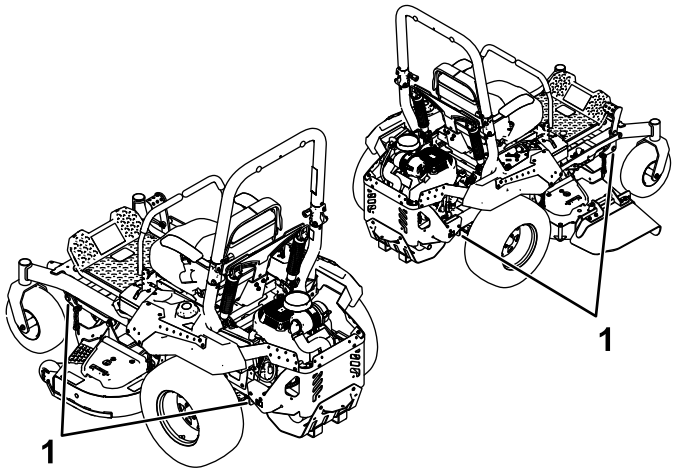

Bild 36
6. Vergurten Sie die Maschine in der Nähe der vorderen Laufräder und dem hinteren Rahmen mit Riemen, Ketten, Kabeln oder Seilen (Bild 36). Ziehen Sie in Bezug auf Anforderungen für Befestigungen geltende Vorschriften zurate.